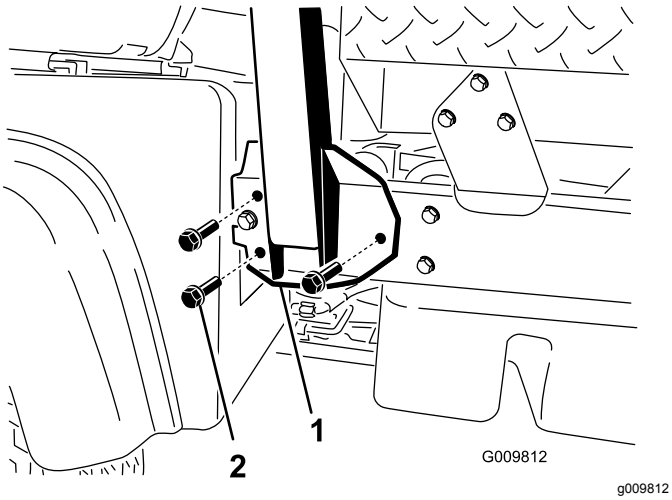

图4
2. 将翻车保护杆的两侧与机器机架两侧中的安装孔对齐图4。
3. 在每侧各用 3 个凸缘头螺栓½ x 1¼ 英寸将翻车保护杆安装支架固定到机器框架上图4。